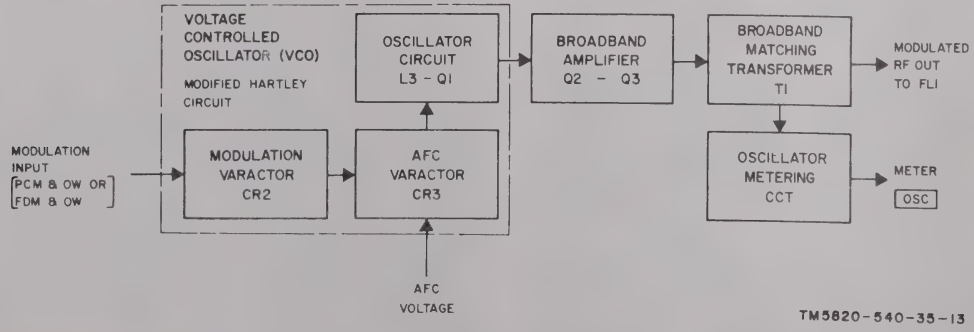

Figure 2-3. Modulator-oscillator 5TR1A2A2 or 1RE1A2A2, block diagram.
b. Block Diagram Analysis (fig. 2-3).
(1) The basic oscillator is a modified Hartley circuit having two varactors acting as capacitors in the parallel resonant circuit. The automatic frequency control voltage from amplifier-monitor 5TR1A2A3, in the range of 2 to 9 volts, controls the capacity of one of the varactors over its required range. The ac modulating voltages from amplifier-monitor 5TR1A5 control the capacity of the second varactor over its required range, the modulating signal level depending upon the type of multiplex system in use. Modulation signals are attenuated within amplifier-monitor 5TR1A5 to maintain transmitter output frequency deviation constant as the multiplication factor is changed. The two varactor capacitors then resonate with a variable coil which is tapped to provide a feedback signal to the base of the oscillator transistor. The afc feedback loop can be open during set-up for test and adjustment purposes.
(2) The oscillator output is amplified in a two-stage amplifier which employs feedback to extend the frequency response over the frequency range. A broadband matching transformer at the amplifier output feeds the signal to bandpass filter 5TR1A2A1A1FL1 on the synthesizer interconnecting board, one portion going directly to the output connector, and the other portion going to the frequency comparison circuits to generate the afc voltage. A variable capacitor at the amplifier adjusts the level of the output signal over the frequency range. A portion of the output signal is rectified to provide metering of the output level. The output frequency, in the range of 47.5 to 72.5 MHz, is in steps of 1230.0 kHz over a portion of the band and in steps of 83.333 kHz over the remainder. The frequency steps are related to multiplication factors of four and six respectively. The level of output level of the signal varies from +16 dbm at the 47.5 MHz end of the frequency range to +12 dbm at the 72.5 MHz end.